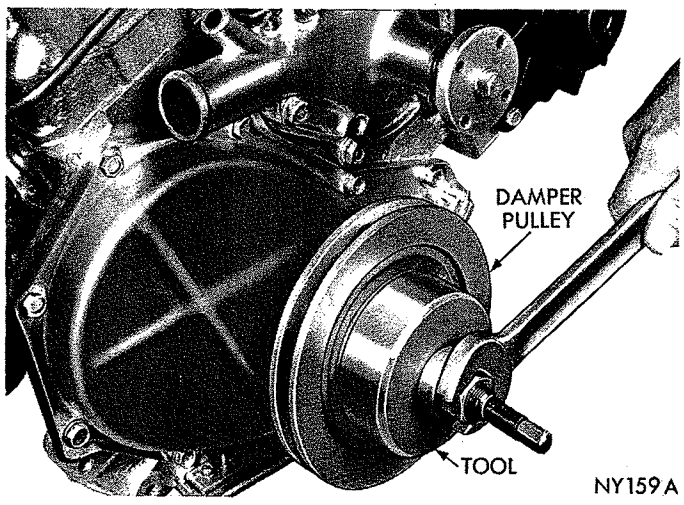

*Fig. 28—Installing Damper Assembly (Tool C-3732A)*
(1) Place damper pulley assembly hub key in the slot in crankshaft, lubricate seal with Lubriplate and slide hub on the crankshaft.
(2) Place installing tool, part of puller set Tool C-3732A in position and press damper pulley assembly on the crankshaft (Fig. 28).